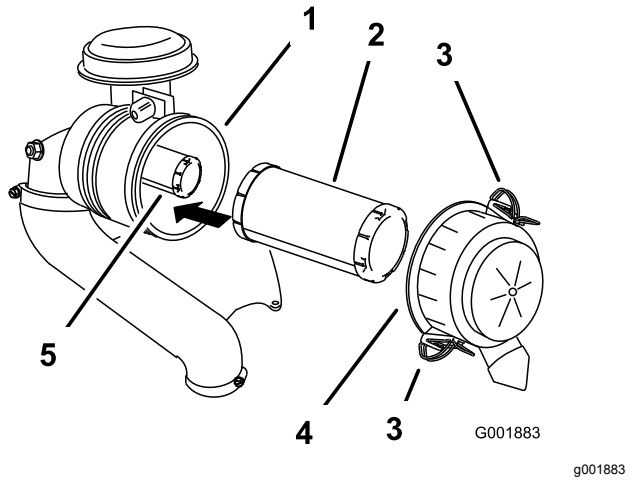

**Figure 34**
3. Ouvrez les dispositifs de verrouillage du filtre à air et détachez le couvercle du boîtier du filtre (Figure 34).
5. Sortez le préfiltre du boîtier du filtre avec précaution (Figure 34).
2. Si vous remplacez l'élément intérieur, insérez-le avec précaution dans le boîtier du filtre (Figure 34).
3. Placez ensuite le préfiltre sur l'élément de sécurité avec le même soin (Figure 34).
4. Remettez en place et verrouillez le couvercle du filtre à air (Figure 34).